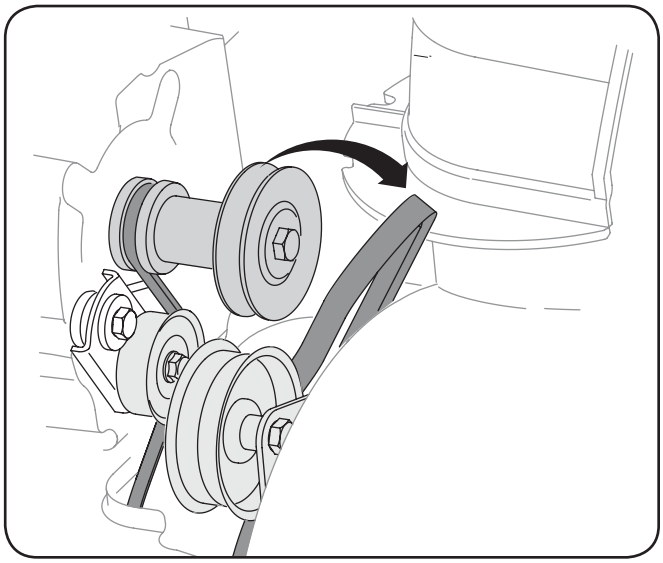

Fig. 7-2
3. Dégagez la courroie de la tarière de la poulie motrice. Voir la Fig. 7-2.